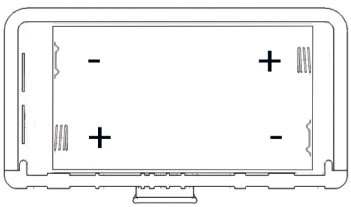

Рис. 2
- Откройте крышку и вставьте 2 батарейки типа 1.5V LR20 ALKALINE в отсек (1), находящийся в нижней правой части водонагревателя, как показано на рис. 2.